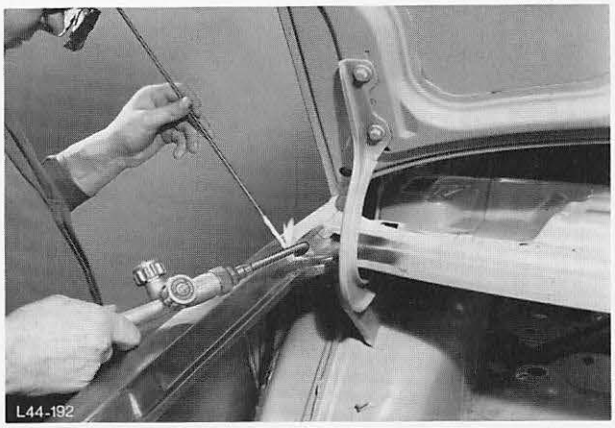

Abb. 189 Verbindung Wasserrinne – Kofferraumbrücke löten
19. Verbindungsecken – Rückwand- und Wasserrinne – Kofferraumbrücke löten, Abb. 189.